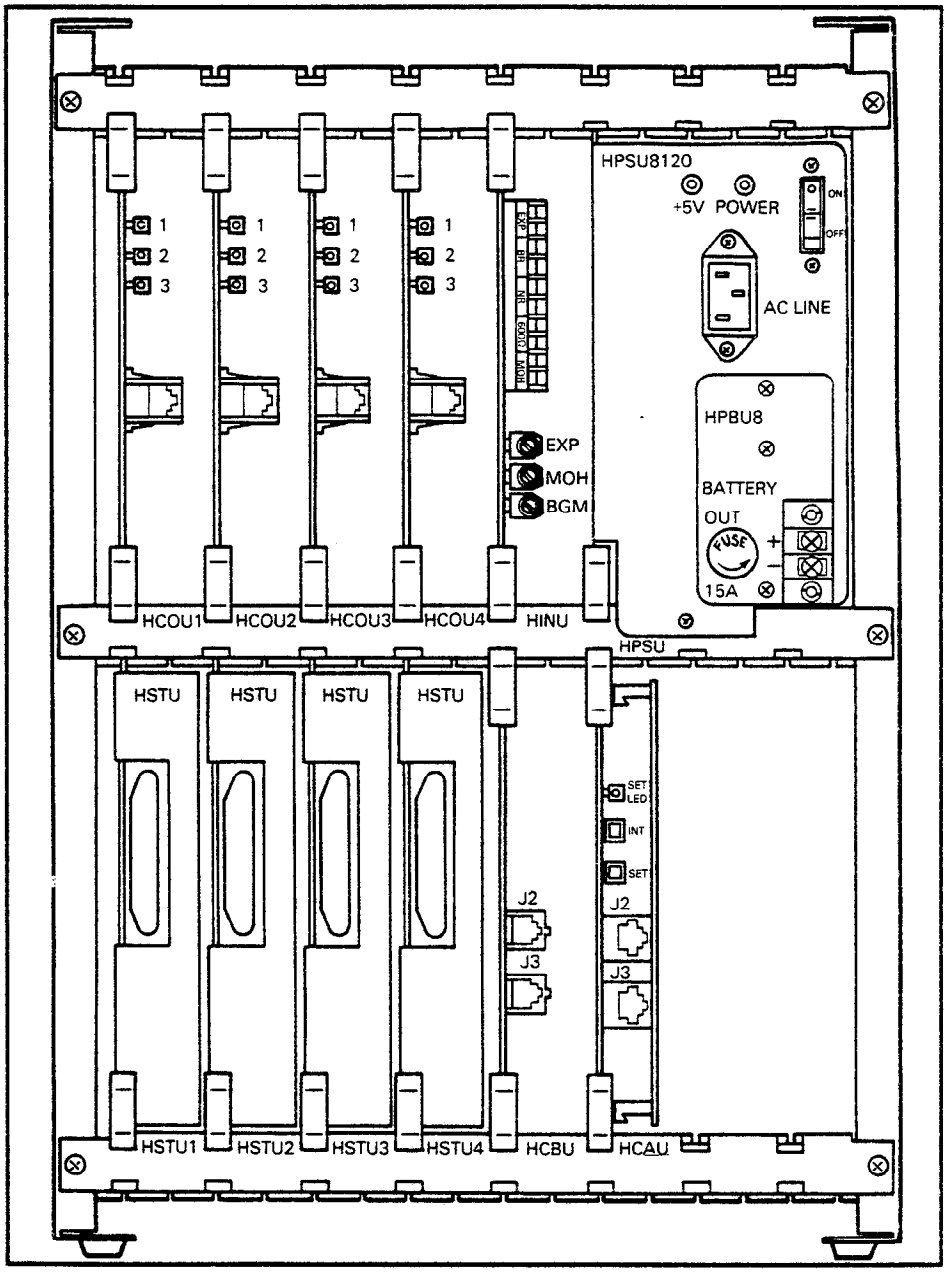

FIGURE 5 — *Strata XIIe* PCB LOCATIONS
04.61 Install the HCAU/CAAU and HCBU PCBs in their correct HKSU positions (see Figures 5 and 6).
04.62 Install the HINU in the correct HKSU position (see Figures 5 and 6).
04.64 Follow the position arrangements indicated in Figures 5 and 6, and install the required HSTU PCBs.
04.65 Install the required number of HCOU (HPLU) PCBs in the positions shown in Figures 5 and 6. The single type of HCOU (HPLU) PCB operates with either DTMF tone or dial pulse CO lines. Signalling mode is controlled by software.